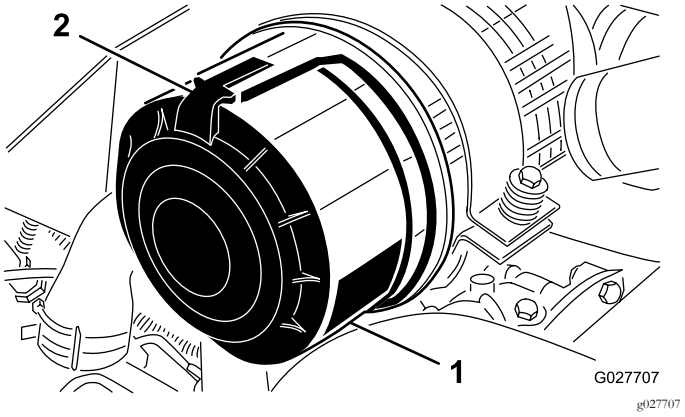

Figur 62
1. Åbn låsene, der fastgør luftfilterdækslet til luftfilterhuset (Figur 62).